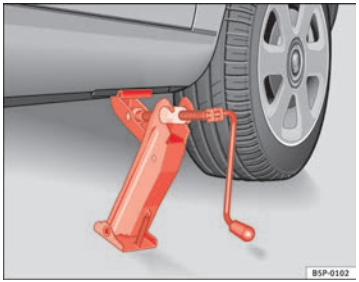

Fig. 179 Fitting the jack
– Align the jack so that the arm of the jack fits around the rib under the door sill and the movable base plate of the jack is flat on the ground ⇒ fig. 179.